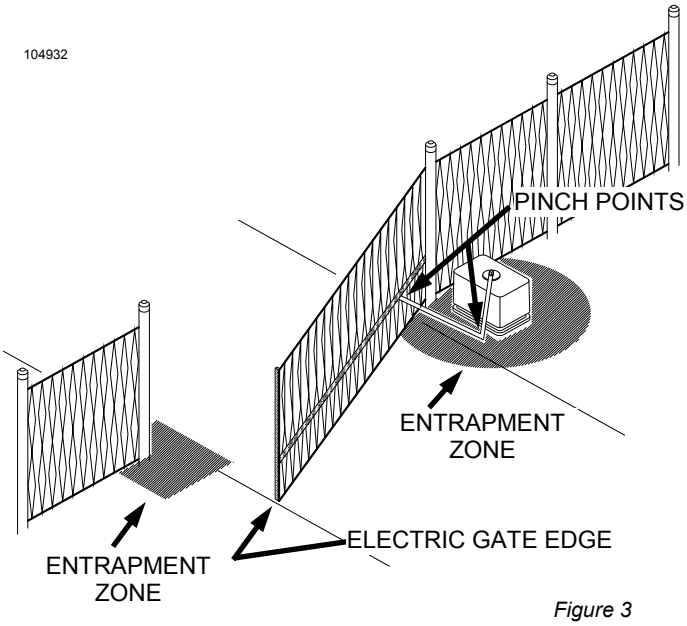

Figure 3
- Use the illustration at left (Figure 3) to minimize the risk of injury in your design of the swing gate operator system. IDENTIFY THE ENTRAPMENT ZONES AND PINCH POINT AREAS IN YOUR GATE. Design the gate installation to minimize the risk of entrapment in these areas. Install additional safety equipment such as four wire edges and photocells to further minimize risk. All entrapment zones are required to be protected.
- **Entrapment Zones:** Design in personal entrapment protection devices to protect people from entrapment in the zones shown in Figure 3 at left.
- **Pinch Points:** Use protective measures (guards, padded edges, etc.) to protect people from the pinch points shown in Figure 3 at left.
edge and the post to which the gate is mounted. It is recommended that the hinges be mounted so that this opening increases as the gate swings open. **PROTECT THIS "PINCH POINT" SO THIS HAZARD IS AVERTED.** See Figure 3.
- CONSIDER ALL OTHER "PINCH POINTS" IN YOUR DESIGN of the gate system. Observe the arm as it opens and the two arm pieces swing past each other. Use protective measures to reduce hazards at this location. Restrict access to the arm motion. See Figure 3.